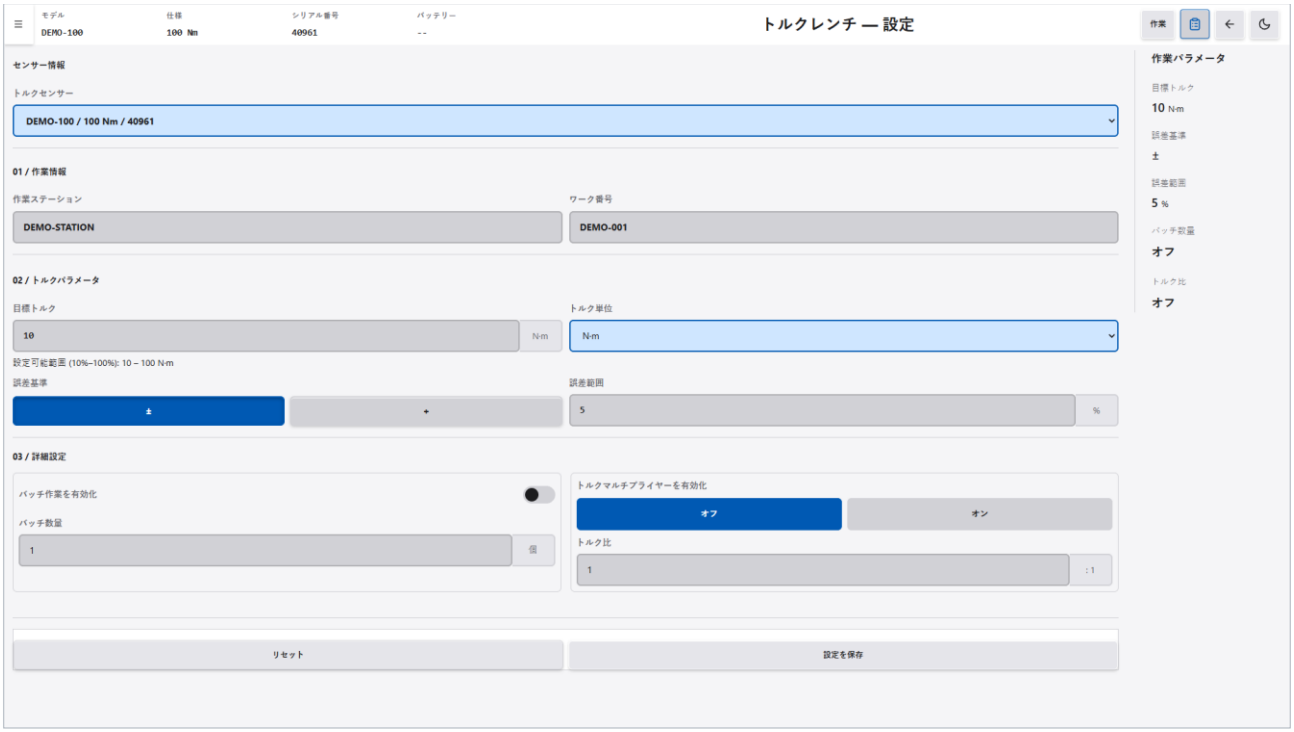

図 5-8　トルクレンチの設定画面
1. トルクレンチの作業画面で、右上の「設定」をクリックします。画面に「トルクレンチ — 設定」が表示され、フォームには現在保存されている設定が入力されています（図 5-8 を参照）。